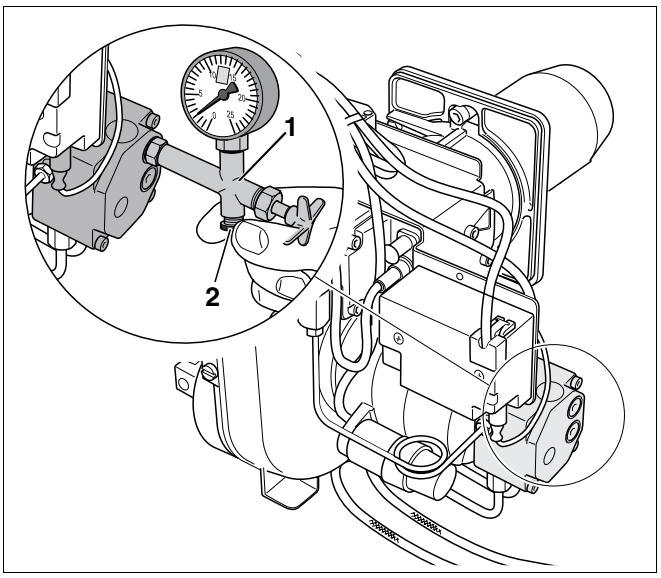

Рис. 6 Удаление воздуха из топливопровода
- Установить манометр для измерения давления топлива (рис. 6, **поз. 1**) на топливный насос.
- Удалить воздух из системы через манометр для измерения давления топлива (рис. 6, **поз. 1**).
- Закрыть отверстие для выпуска воздуха (рис. 6, **поз. 2**), только когда из манометра (рис. 6, **поз. 1**) не будет выходить воздух.